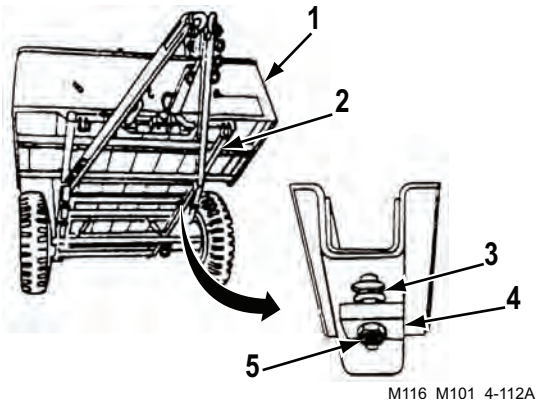

Figure 1. Clamp Removal
1. Attach a suitable lifting device to cargo body (Figure 1, Item 1).
2. Remove eight self-locking nuts (Figure 1, Item 5), square neck bolts (Figure 1, Item 3), and clamps (Figure 1, Item 4) securing cargo body (Figure 1, Item 1) to frame (Figure 1, Item 2). Discard self-locking nuts (Figure 1, Item 1).